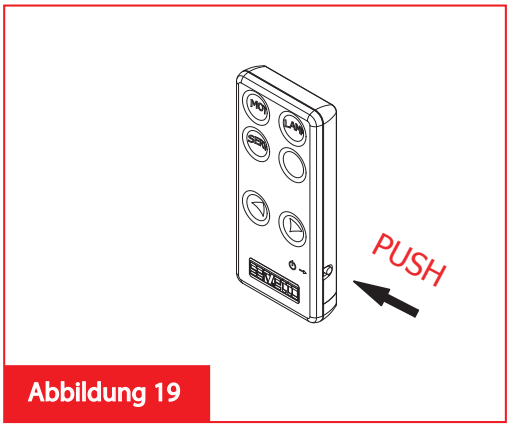

Abbildung 19
VORSICHT: NACH 10 SEKUNDEN INAKTIVITÄT , WECHSELT DIE FERNBEDIENUNG IN DEN STANDBYMODUS. UM DIE FERNBEDIENUNG ZU REAKTIVIEREN, DRÜCKEN SIE DEN KNOPF, DER SICH AUF DER RECHTEN SEITE DES GERÄTS BEFINDET (ABBILDUNG 19).
2. Aktivieren Sie die Fernbedienung durch den Knopf, der sich auf der rechten Seite des Geräts befindet (Abbildung 19).